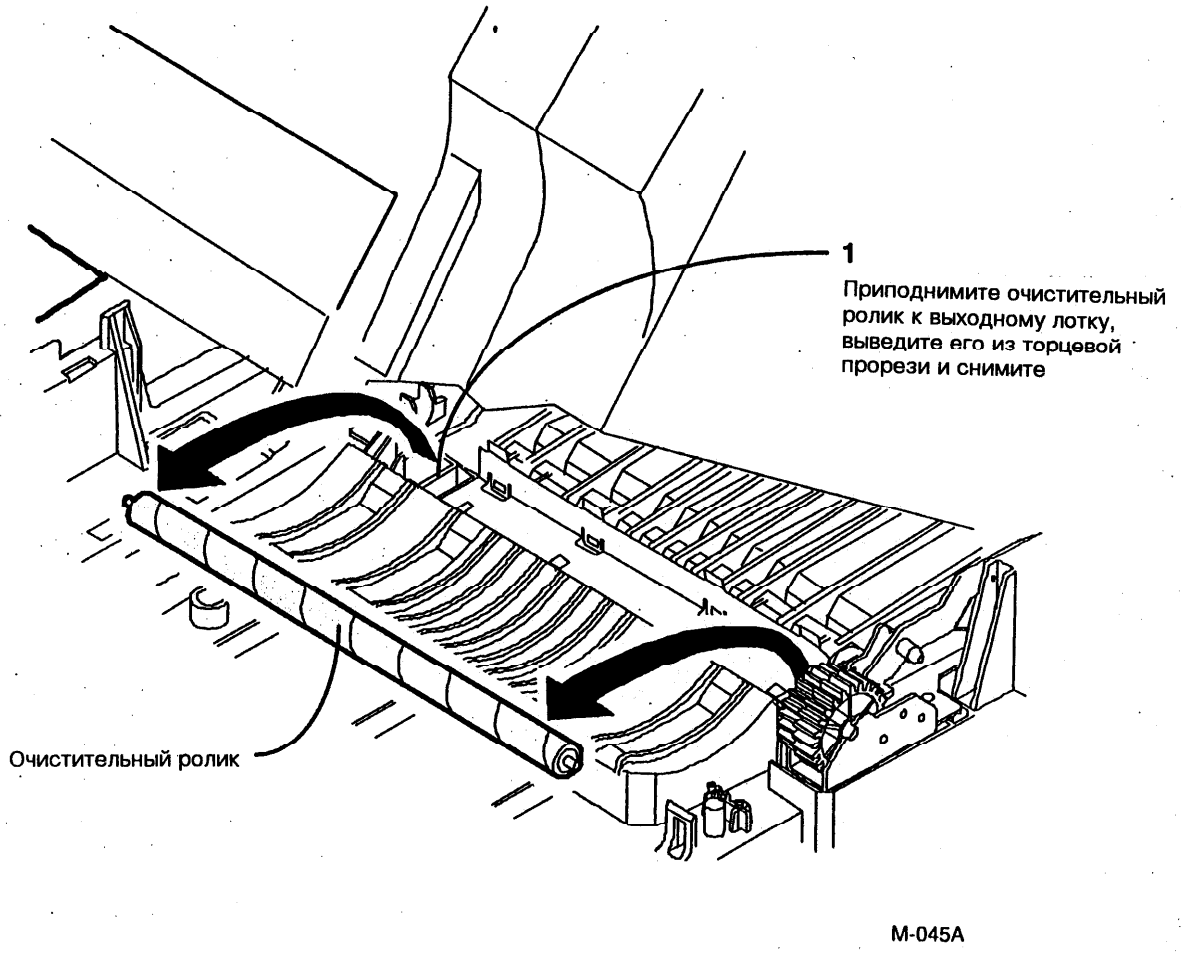

Рис. 1. Снятие очистительного ролика
2. (Рис.1): Снимите очистительный ролик.